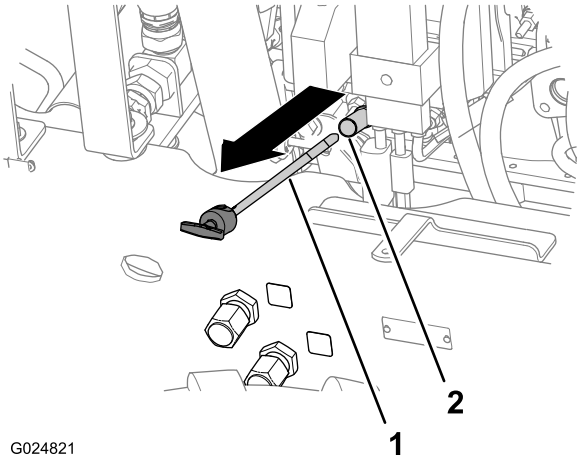

Figura 24
4. Retire la varilla y límpiela con un trapo limpio (Figura 24).
5. Inserte totalmente la varilla en el tubo de la varilla y, a continuación, sáquela (Figura 24).